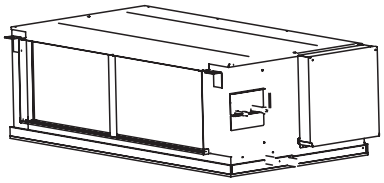

Рисунок 10.12
7) Установите на место воздуховод. (Рисунок 10.12)